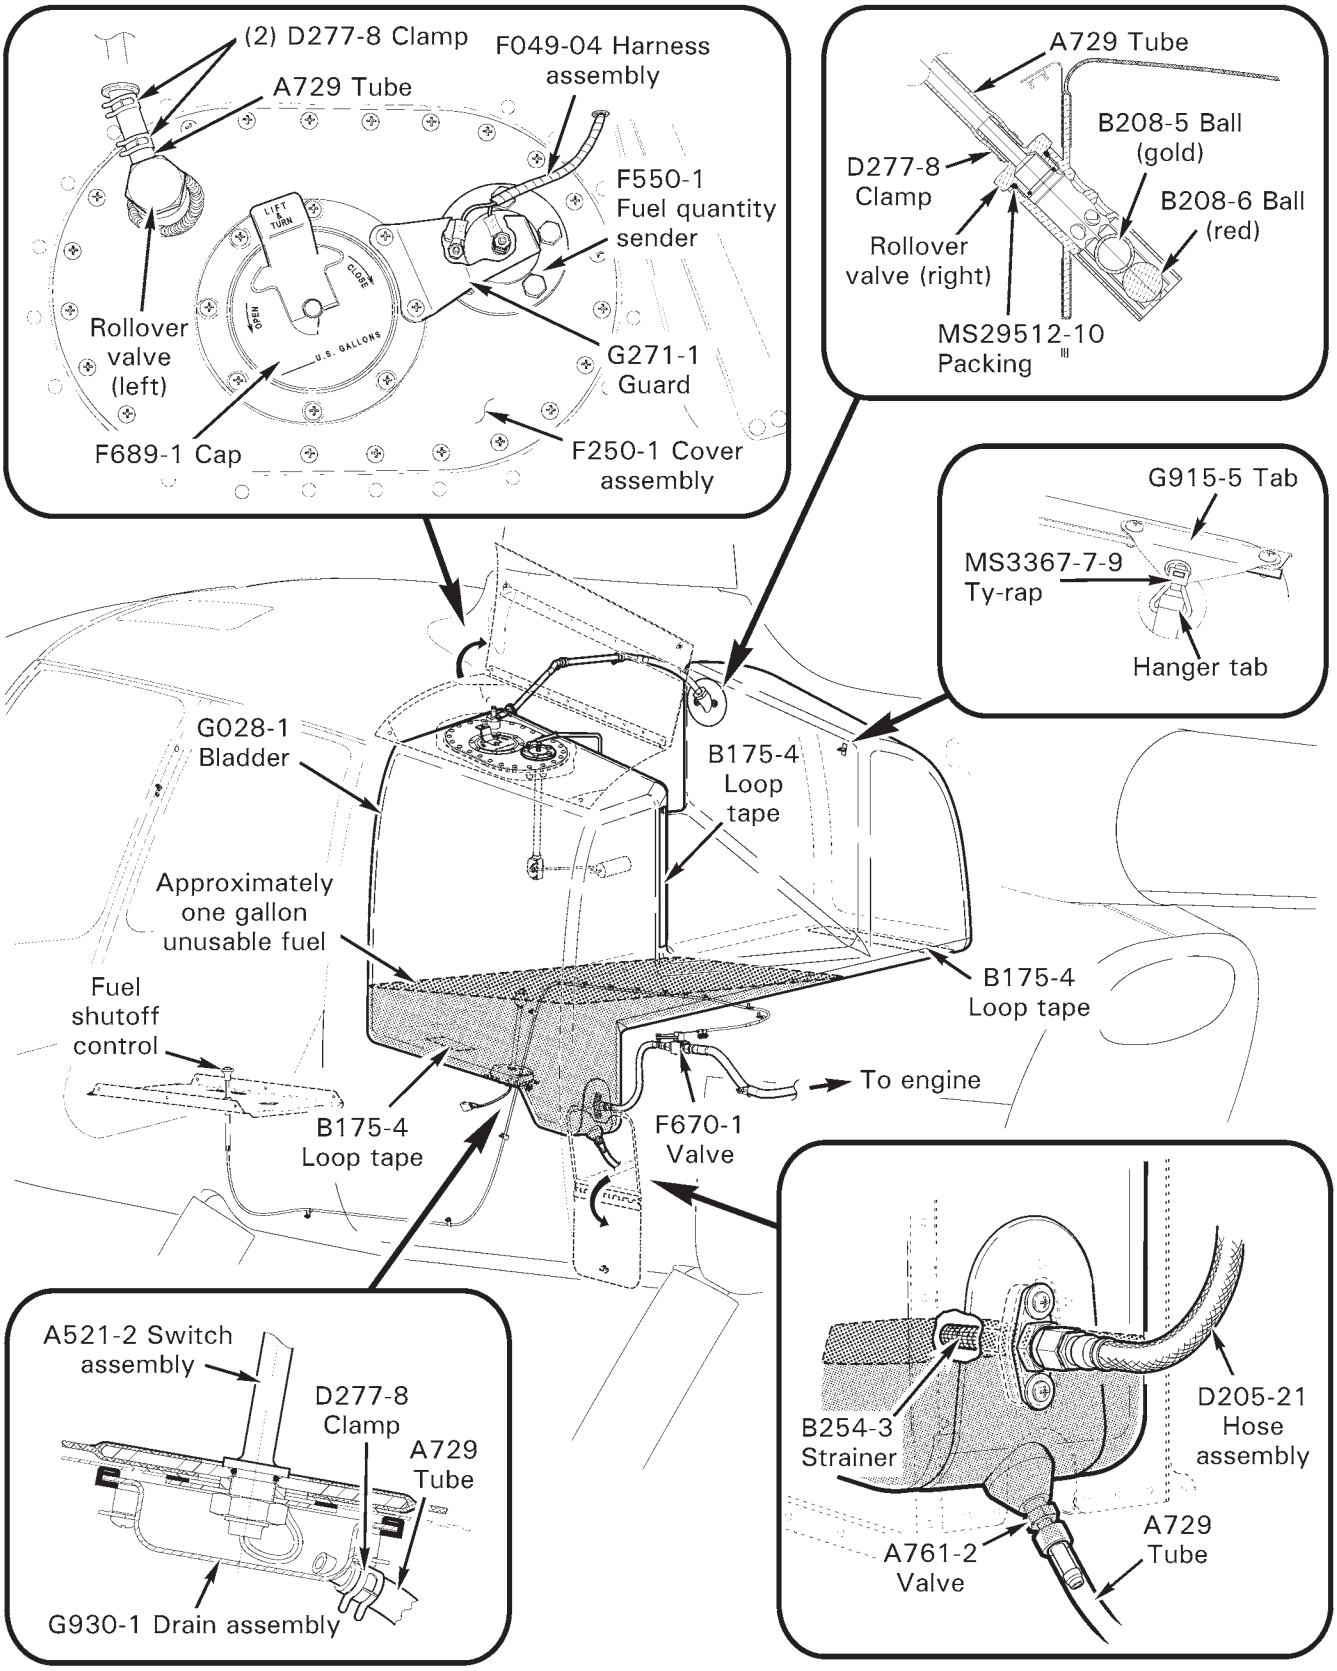

FIGURE 28-1 MAIN FUEL SYSTEM
4. Refer to Figure 28-1. Remove D277-8 clamps or cut and discard safety wire securing A729 tube to left rollover valve and pull tube off of valve. Remove screws securing F250-1 cover assembly to G028-1 bladder assembly and F028-1 support assembly and remove cover. Remove and discard o-ring.
1. Refer to Figure 28-1. Dust exterior of G028-1 bladder assembly and F028-1 support assembly floor with talcum powder to facilitate bladder slippage along metal surface. Do not allow powder to enter bladder.
2. Refer to Figure 28-1. Remove D277-8 clamp(s) or cut and discard safety wire securing A729 tube to rollover valve and pull tube off of valve.
2. Refer to Figure 28-1. Cut and discard safety wire (if installed) securing A729 tube to A761-2 or 1250H (sump) valve and remove tube.
2. Refer to Figure 28-1. Lightly coat valve threads using B270-6 sealant. Remove tape and install valve in bladder outlet. Standard torque valve per § 20-32 and torque stripe per Figure 5-1.
2. a. Main tank: Refer to Figure 28-1. Remove screws securing G271-1 guard to F250 cover assembly and remove guard.
3. a. Main tank: Refer to Figure 28-1. Remove tape and carefully lower F550-1 fuel quantity sender lever through F250-1 cover assembly opening.